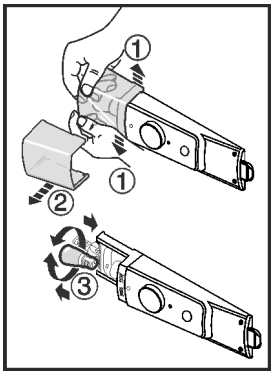

Fig. 10
▶ Push the lamp cover in and apart at the front *Fig. 10 (1)*, and remove to the side *Fig. 10 (2)* as shown in the illustration.
▶ Replace the lamp. *Fig. 10 (3)*